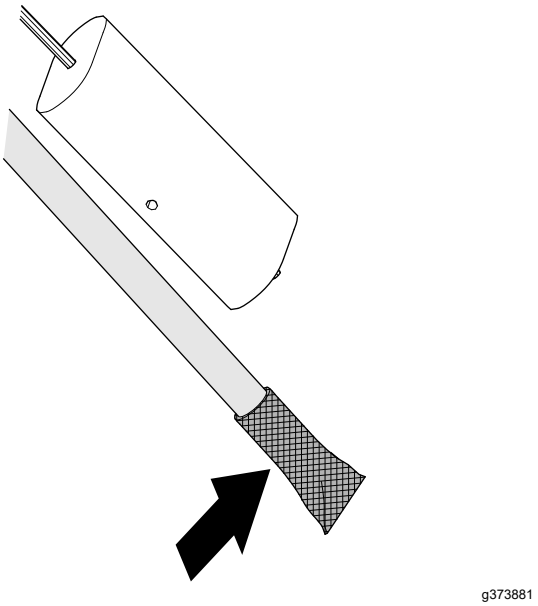

Figura 122
1. Curăai ecranul de la capătul tubului de colectare a combustibilului (Figura 122).